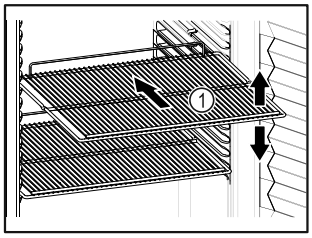

Fig. 59 Reprezentare exemplificativă
- ❑ Dacă polițele *Fig. 59 (1)* pot fi mutate, adaptați-le în funcție de înălțime.